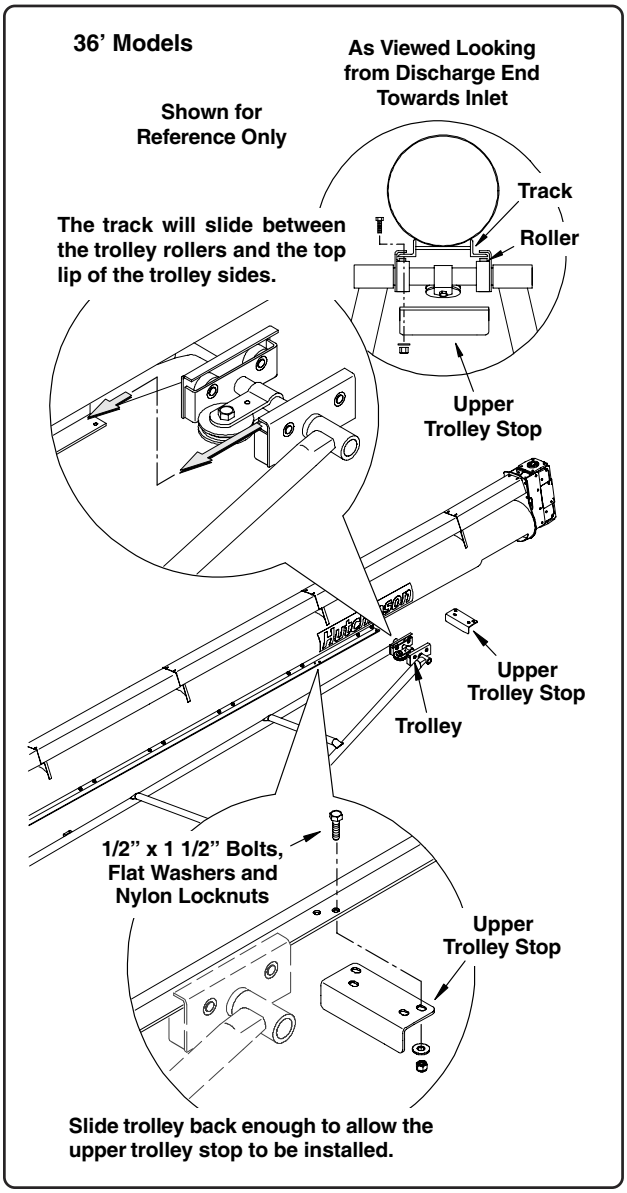

Fig. 35
1. Lift the main auger assembly and position the discharge end of the auger above the trolley located on the end of the undercarriage (See Fig. 35).
Align the trolley with the tracks and carefully slide the trolley onto the tracks (the tracks should be positioned between the rollers and the top lip of the trolley as shown in Fig. 35 below).
2. Secure the upper trolley stop to the tracks using four (4) 1/2" x 1 1/2" bolts, flat washers and nylon locknuts (See Fig. 35).